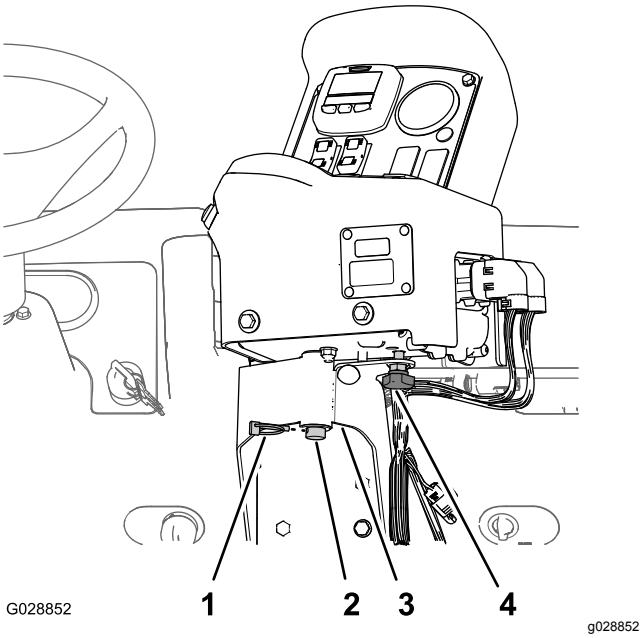

**Figur 18**
2. Monter kontrollkonsollen på kontrollmonteringsbraketten og fest kontrollkonsollen med hårnålssplinten du fjernet tidligere (Figur 18).
3. Monter håndknotten og stram den for å hindre konsollen i å rotere under bruk (Figur 18).